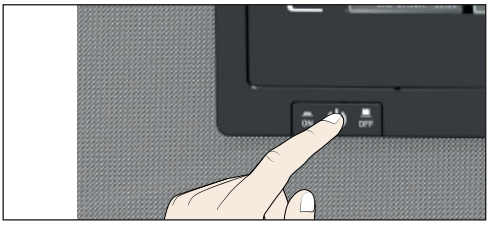

Fig. 22 Spegnere l'apparecchio
4. Spegnere l'apparecchio dall'interruttore principale (Fig. 22).